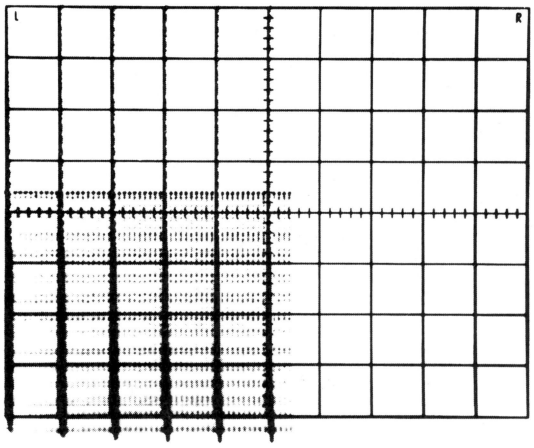

**Fig. 4-4. Typical CRT display when checking sweep length.**
b. Rotate the MAIN TRIGGERING LEVEL control for a triggered display. Rotate the POSITION control to position the eleventh one-millisecond marker at the center vertical graticule line (see Fig. 4-4).
c. CHECK—CRT display for sweep length of 10.4 divisions within 0.3 division, as shown by 0.1 to 0.7 division of display to the right of the center vertical graticule line (see Fig. 4-4).